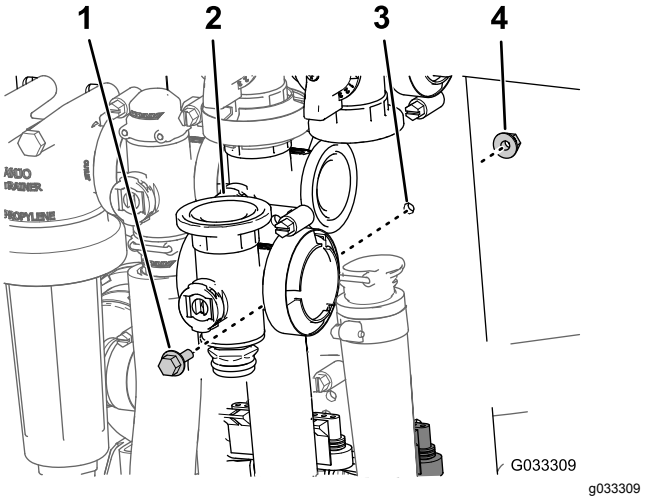

Rysunek 72
3. Odkręć śrubę kołnierzową i nakrętkę zabezpieczającą kołnierzową mocujące nadrzędny zawór zraszania do jego wspornika, a następnie odkręć rozgałęźnik zaworu od maszyny (Rysunek 72).